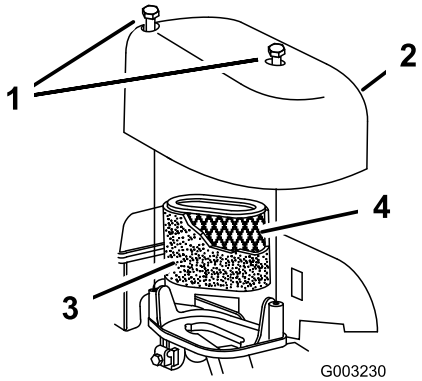

Figur 34
2. Afmonter de skruer, der holder luftfilterdækslet (Figur 34).